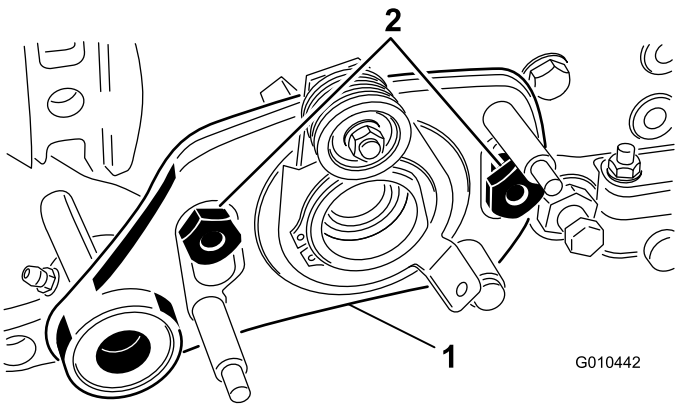

Figura 35
8. Remova as 2 porcas de cabeça longa que prendem o conjunto da transmissão do rastelo aos adaptadores da placa lateral (Figura 35).